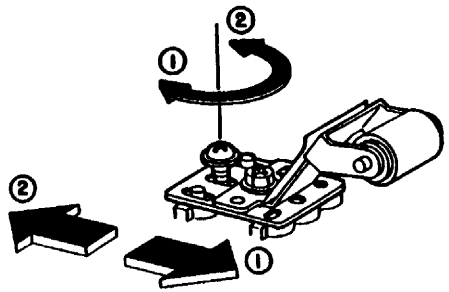

Рис. 3 Регулировка перекоса
3. (Рис. 3) Поверните узел прижимного ролика, чтобы ликвидировать перекос в нужном направлении:
6. (Рис. 3) Сместите узел прижимного ролика, чтобы ликвидировать перекос в нужном направлении.